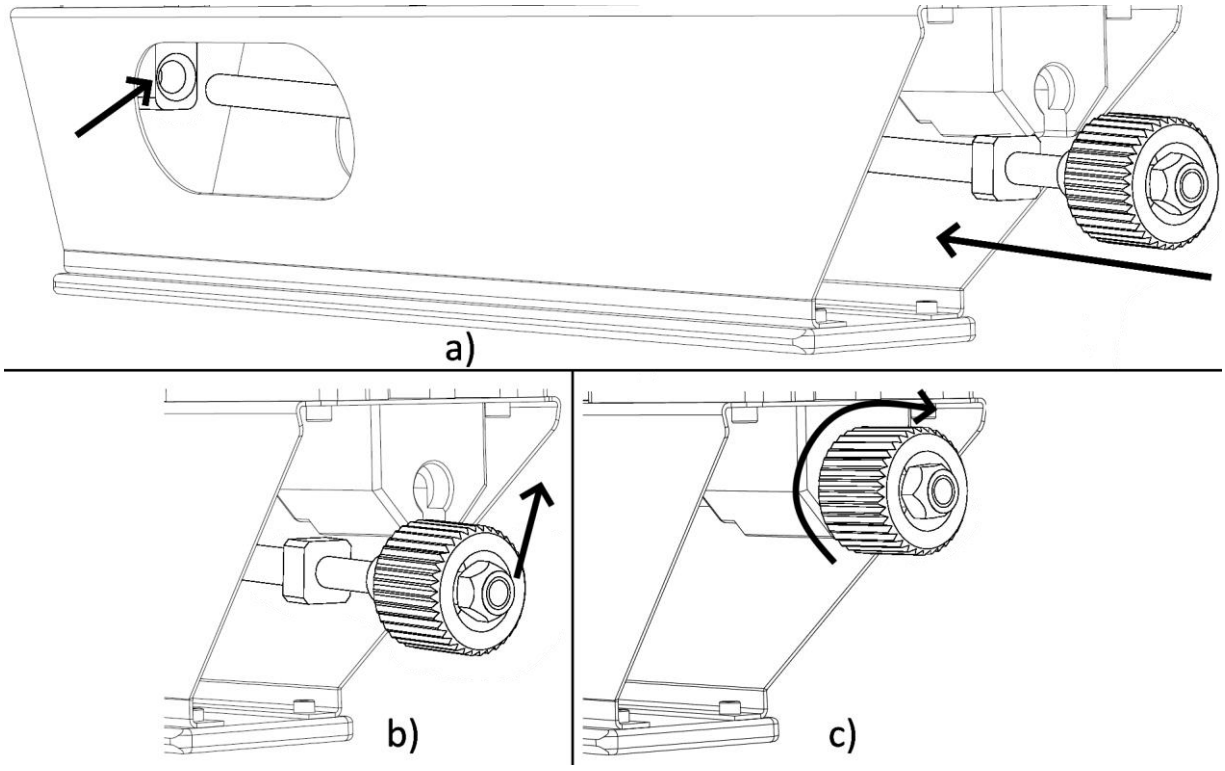

Fig. 4 - Ballast insertion
- a) Align the ballast rod with the hole in the fin (see Fig. 4)